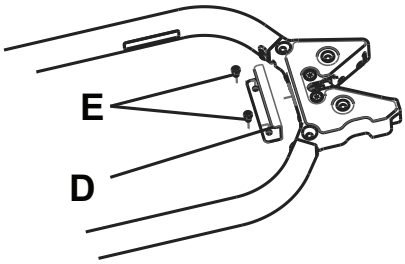

Figura 16 – Piastra di presa
1. Utilizzando una chiave Allen M6, installare la piastra di presa fornita in dotazione (610000010015) (D) e i due bulloni Allen M6 (E) (non forniti) direttamente dietro il blocco del dispositivo di ancoraggio per barella (Figura 16).